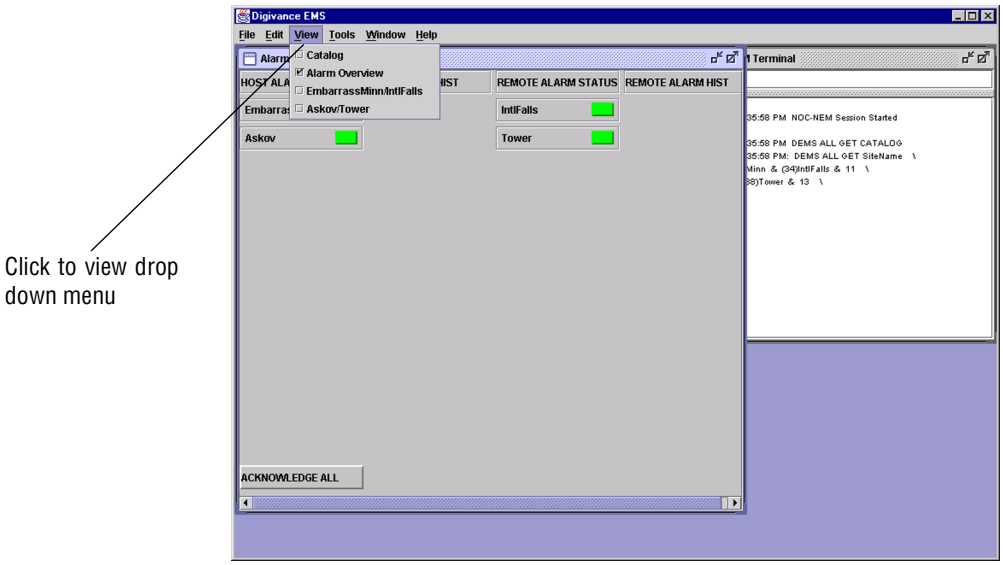

**Figure 3-1. Digivance Element Management System Main Window**
9. Start up the EMS Version 3.01 software program. The EMS main window will open as shown in Figure 3-1. The EMS software should be installed on a PC-type computer and the PC's COMM port should be configured to interface with the HU. For information about installing the EMS software and configuring the PC's COMM port, refer to the Digivance Element Management System Version 3.01 User Manual (ADCP-75-182).